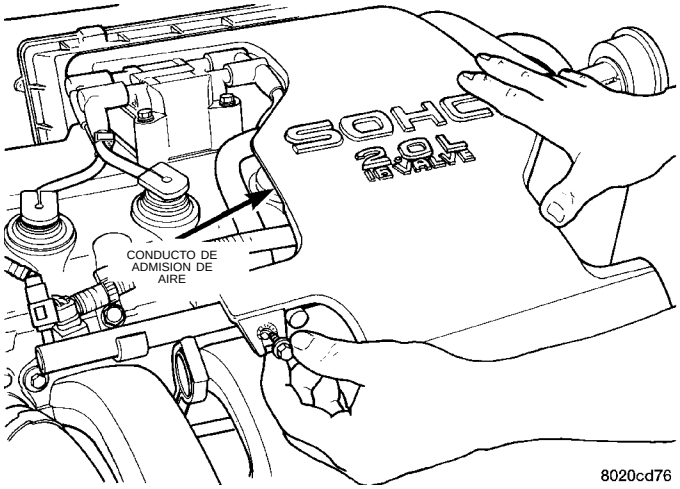
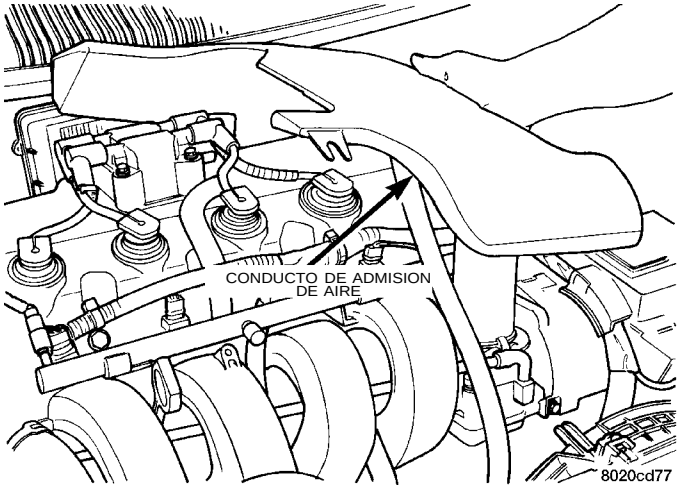

Fig. 103 Conducto de admisión de aire
Fig. 104 Desmontaje/instalación del conducto de admisión de aire
(1) Retire el tubo de admisión de aire (Fig. 103) del depurador de aire y el tubo múltiple de admisión (Fig. 104).